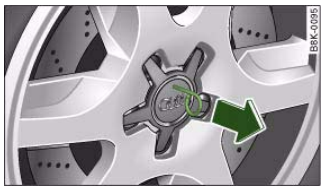

Fig. 241 Changing a wheel: Removing a hub cap
– Pull off the **hub cap** ⇒ fig. 241. ■
– Pull off the **hub cap** ⇒ *page 261,* fig. 241.
– Insert the adapter ② completely into the wheel bolt ①.
– Fit the box spanner as far as it will go over the adapter ②.